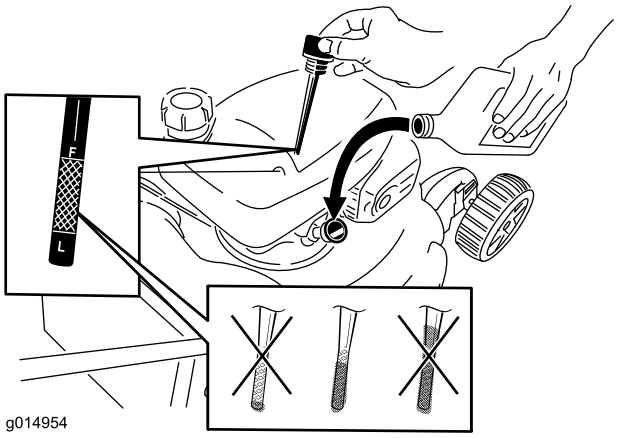

Figur 26
8. Fyll **långsamt** på olja i påfyllningsröret tills nivån når markeringen **Full** på oljestickan (Figur 26). **Fyll inte på för mycket.** (Maximal påfyllning: 0,55 l), **typ: SAE 30-fordonsolja** med API-klassificering SL, SM eller högre. SAE 10W30 kan användas om inte SAE 30 finns till hands.)